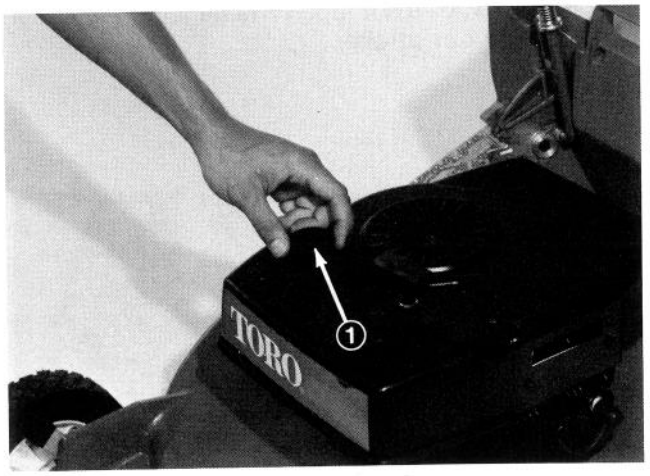

Figure 6
3. Remove dipstick by rotating cap counterclockwise 1/4 turn (Fig. 6).